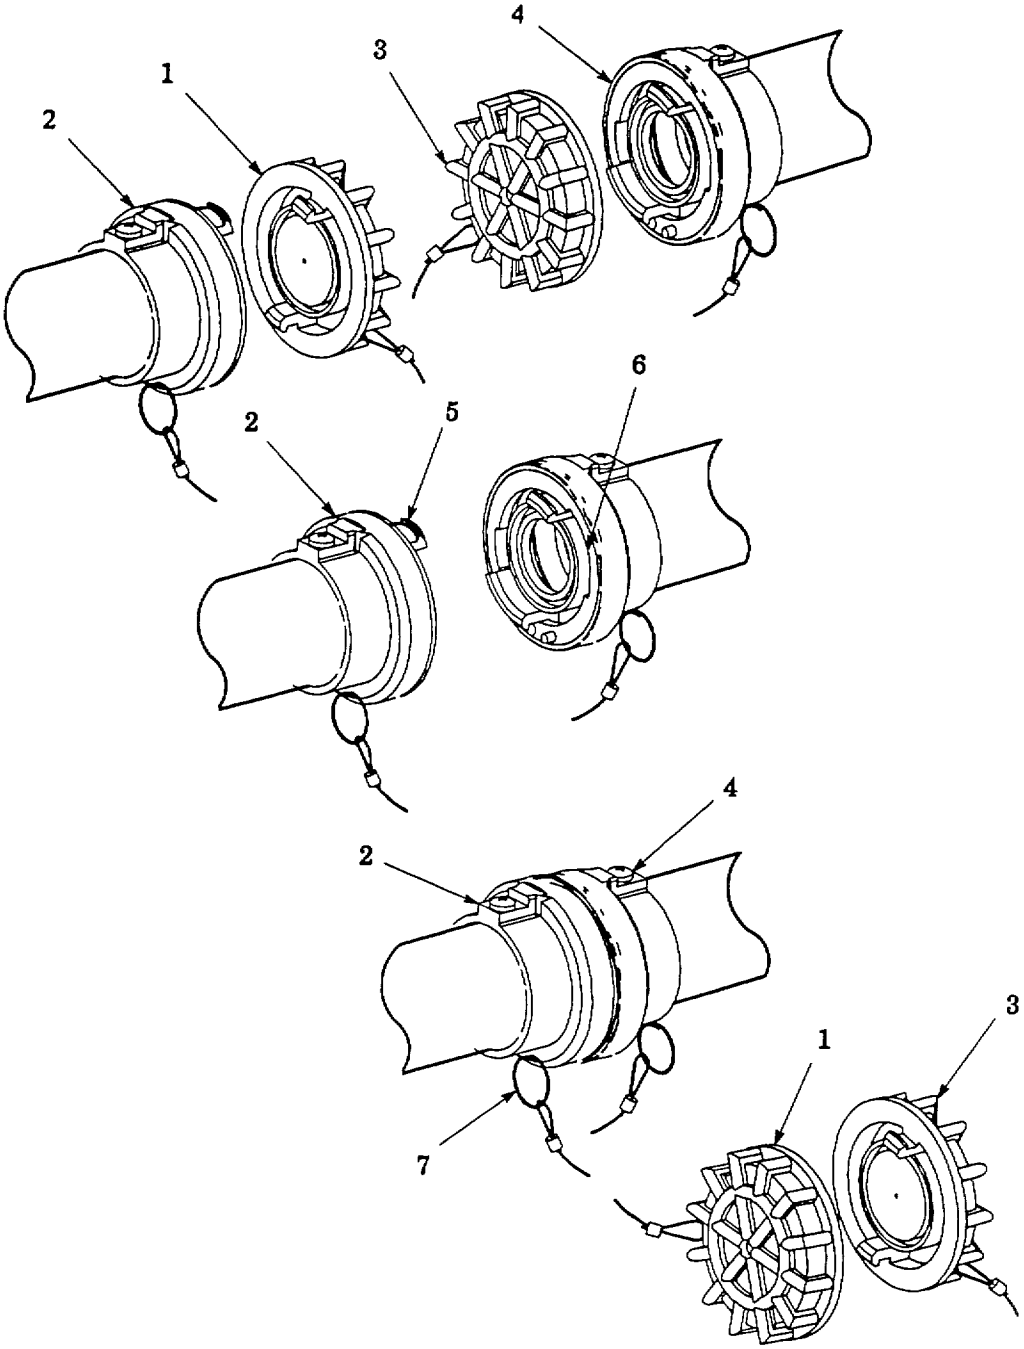

Figure 2-18. Non-valved Dry Break Coupling Disconnection.
(2) Disconnect ground cable from aircraft.
(3) Lift slide (3) forcefully against upper stop collar (4). Repeat until ground rod (2) is pulled from soil.
(4) Repeat steps (1), (2) and (3) for three remaining ground rods.
b. Non-Valved Dry Break Coupling Disconnection. Refer to figure 2-18.